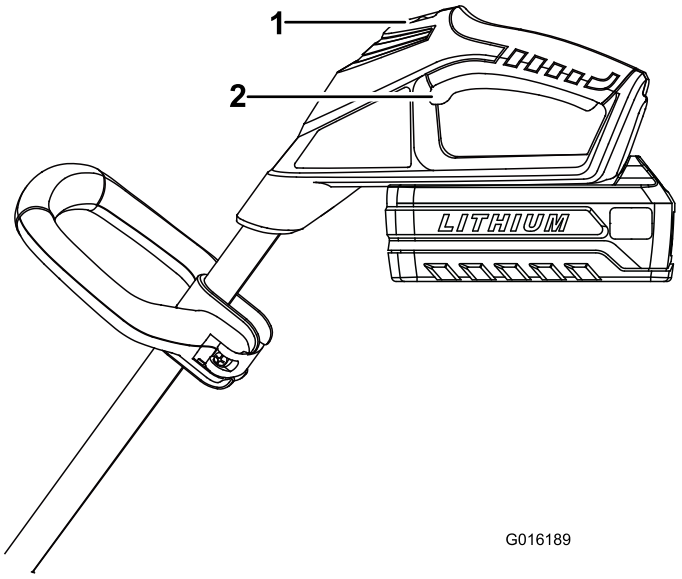

**Figura 6**
4. Para arrancar la desbrozadora, deslice el interruptor de bloqueo hacia atrás a la posición de Encendido, y apriete el gatillo (Figura 6).